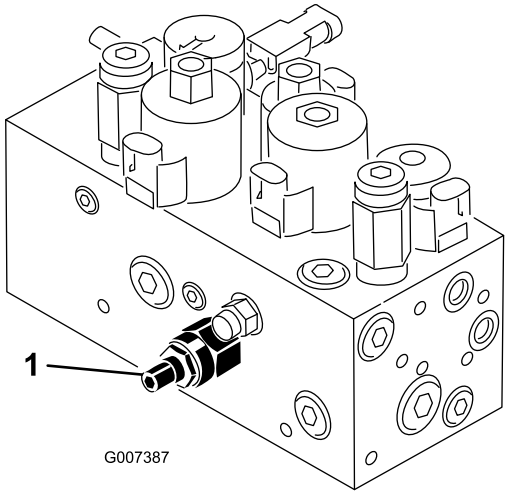

Figuur 55
Het circuit voor het opheffen/neerlaten van het maaidek is uitgerust met een doorstroomregelklep (Figuur 55). Deze klep is in de fabriek zo afgesteld dat deze na ongeveer 3 slagen opengaat. De klep moet echter wellicht worden bijgesteld in verband met verschillen in de temperaturen van de hydraulische vloeistof, maaisnelheden, enz. Als dit moet gebeuren, gaat u als volgt te werkt:
1. Breng de stoel omhoog en ga naar de doorstroomregelklep voor het middelste trekframe (Figuur 55) die zich bevindt naast het verdeelstuk van het hydraulische systeem.